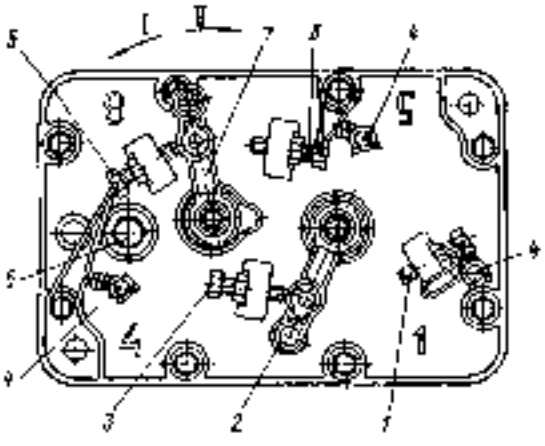
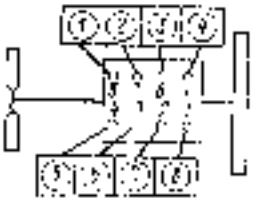

Fig. 42. Governor Top Cover:
Fig. 48. Diagram of Connection of HPFP Sections with Engine Injectors
On the governor cover are cast numerals *1*, *4*, *5* and *8* (Fig. 42) marking the location of the corresponding sections. Numbers of injectors and connection of pumping sections with engine injectors are shown in Fig. 48.
The governor top cover (see Fig. 42) mounts: governor control lever *2*, stop lever *7*, adjusting bolts and filler plug *5*.
The HPFP should be checked and adjusted in assembly with the prechecked injectors connected to pump sections (Fig. 48).
3. If control lever 2 (see Fig. 42) thrusts against maximum speed limiting bolt 1, check the pump camshaft revolutions which must correspond to initiation of throw-out of the rack. The governor must start throwing out the rack at camshaft speed of 1335—1375 min⁻¹. Otherwise, readjust using bolt 1.
4. If governor control lever 2 (see Fig. 42) thrusts against bolt 1, and when the camshaft revolves at (1300±10) min⁻¹, check and, if need be, readjust the mean cyclic feed; it must be about 72.0—75.5 mm³/cycle.
5. Check and readjust, if need be, the fuel feed shut off through injectors when governor control lever 2 (see Fig. 42) rests against bolt 3. Check that the fuel feed is shut off at about 330—400 min⁻¹. When readjusting, use bolt 3.